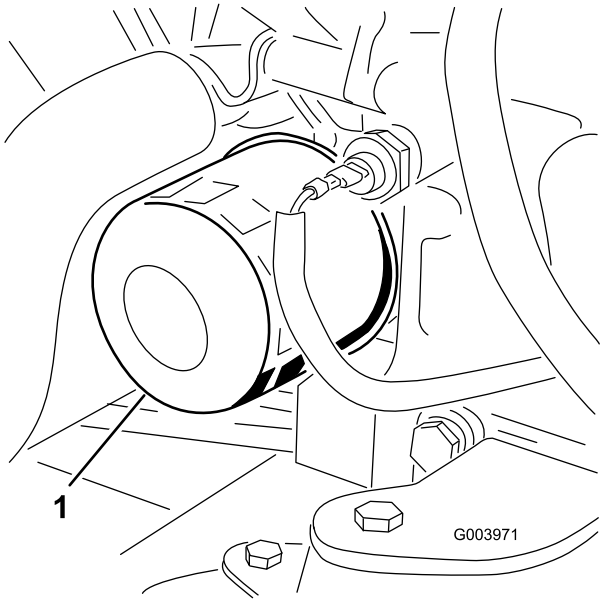

**Figuur 53**
3. Verwijder het oliefilter (Figuur 53).